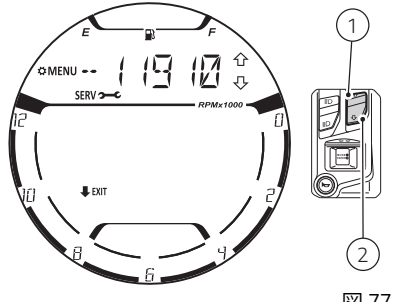
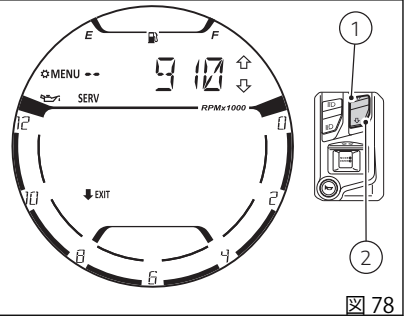
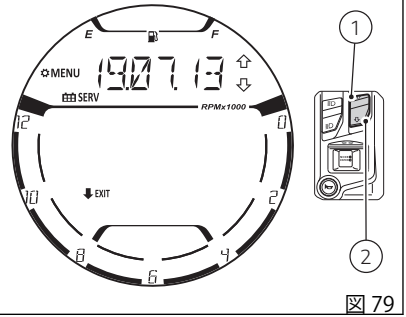

図 77
図 78
図 79
機能に入ると、最初に表示される情報は “Desmo Service” です (図 77)。
ボタン (1) またはボタン (2) を押すと、“Oil Service” 情報 (図 78)、“Annual Service” 情報 (図 79) の順で表示され、再び “Desmo Service” 情報 (図 77) の表示に戻ります。